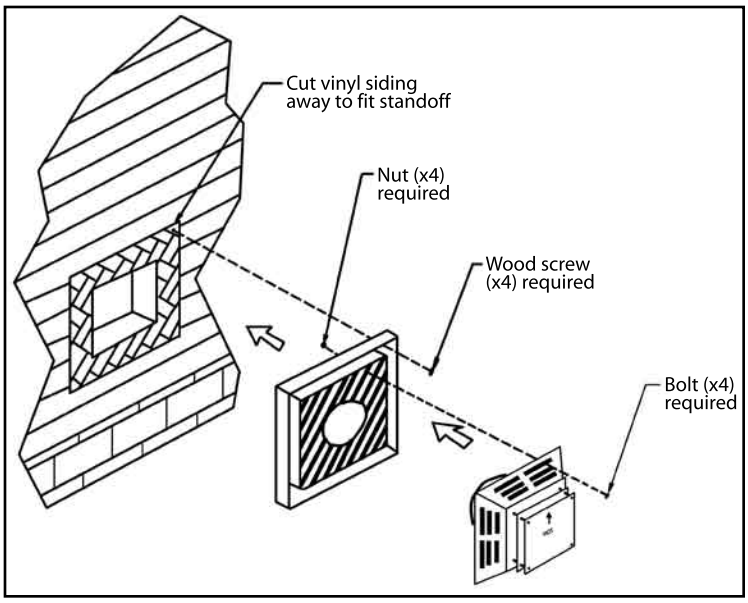

Figure 9: Installing Vent Cap with Vinyl Siding Stand-Off.
(1) The four wood screws provided should be replaced with the appropriate fasteners for stucco, brick, concrete, or other types of siding.
(2) For buildings with vinyl siding, a vinyl siding standoff, should be installed between the vent cap and the exterior wall (see Figure 9). Attach the vinyl siding standoff to the horizontal termination. The vinyl siding standoff prevents excessive heat from possibly melting the vinyl siding material. Note that the horizontal vent termination bolts onto the flat portion of the vinyl siding standoff (shaded area in Figure 9), so that an air space will exist between the wall and the vent termination.